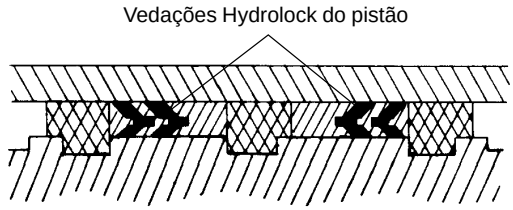

FIGURA 2-48
19. Instale as vedações Hydrolock no pistão. Consulte a Figura 2-48 para ter a orientação correta da vedação.